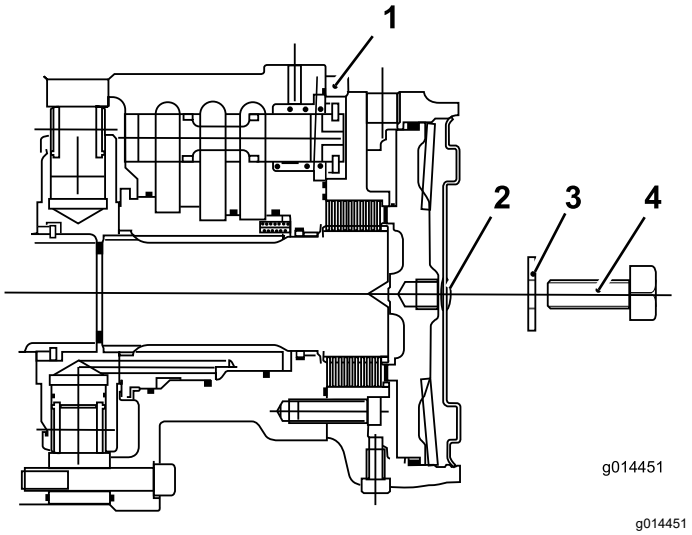

Figur 42
6. Sæt en bolt (12 x 40 mm) og en spændeskive (12 mm) i hullet i midten af motorens endeplade (Figur 42).
7. Tilspænd bolten i bremsestemplets gevindskårne hul, indtil bremsen frigøres (Figur 42).